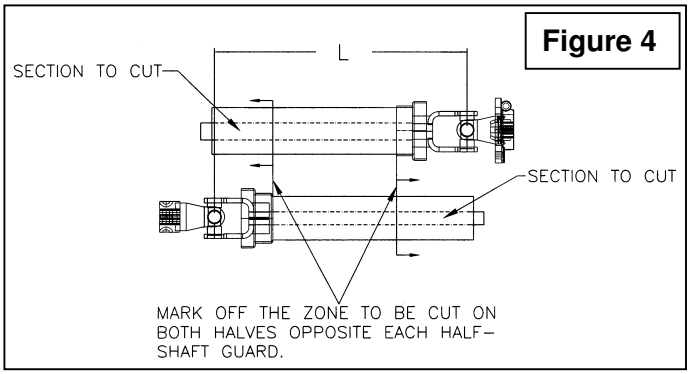

Figure 4
3. Hold the two half-shaft side by side and locate the **"L"** length between the two center-to-center half-shaft universal joints. Mark off the zone to be cut on both halves opposite each half-shaft guard as shown on **Figure 4**.